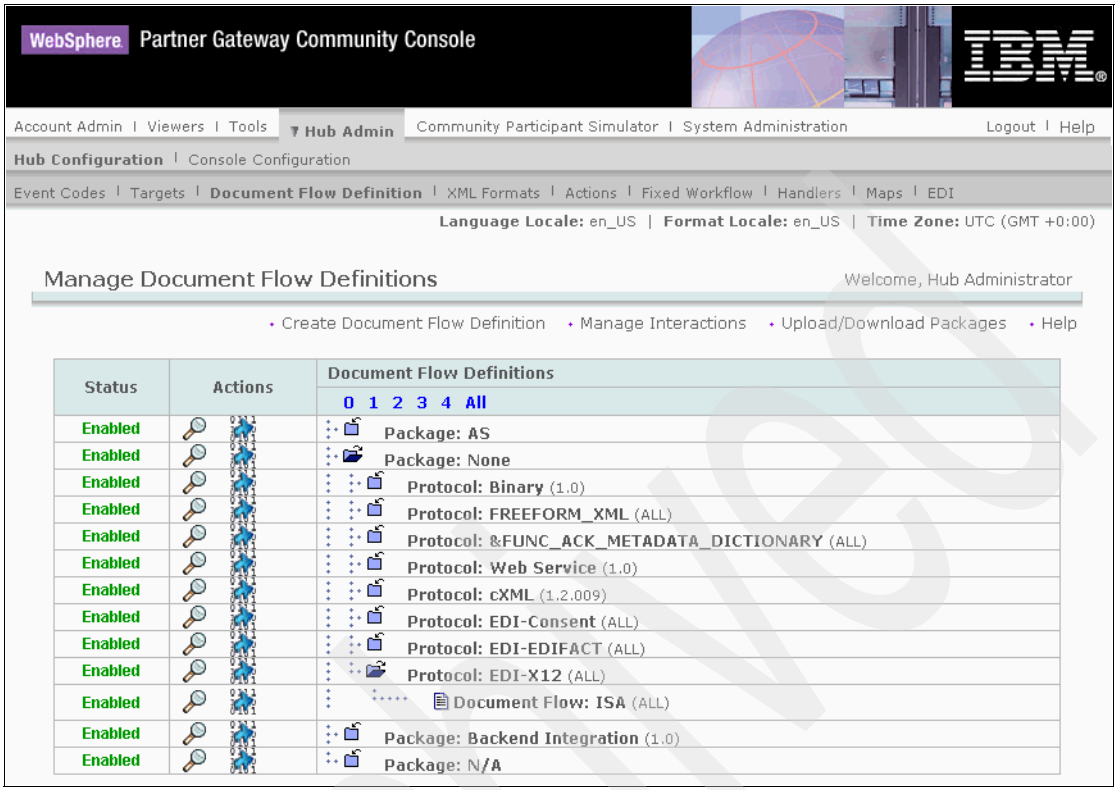

Figure 13-4 Enabled document flow definitions
2. In the Manage Document Flow Definitions window (Figure 13-4 on page 425), verify that the combination None/EDI-X12 is enabled.